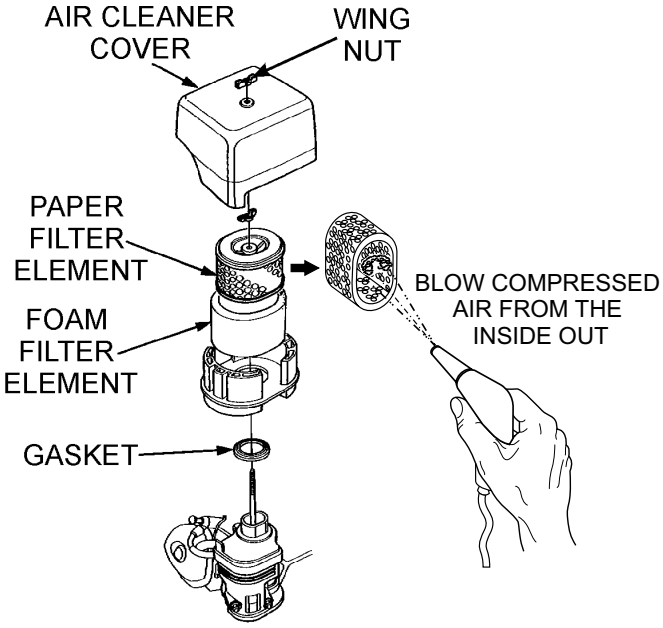

Figure 22. Engine Air Cleaner
1. Remove the air cleaner cover and foam filter element as shown in Figure 22.
2. Tap the paper filter element (See Figure 22) several times on a hard surface to remove dirt, or blow compressed air [not exceeding 30 psi (207 kPa, 2.1 kgf/cm^2)] through the filter element from the air cleaner case side. ***NEVER*** brush off dirt. Brushing will force dirt into the fibers. Replace the paper filter element if it is excessively dirty.